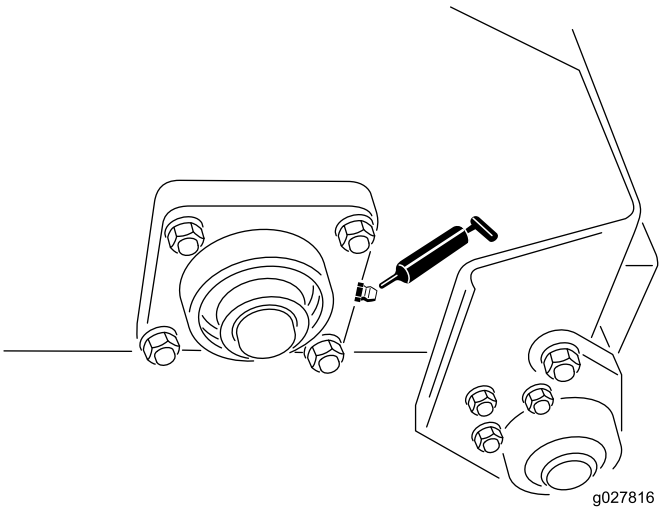

Figur 8
- Lagre for fingerrotor (2) (Figur 8)